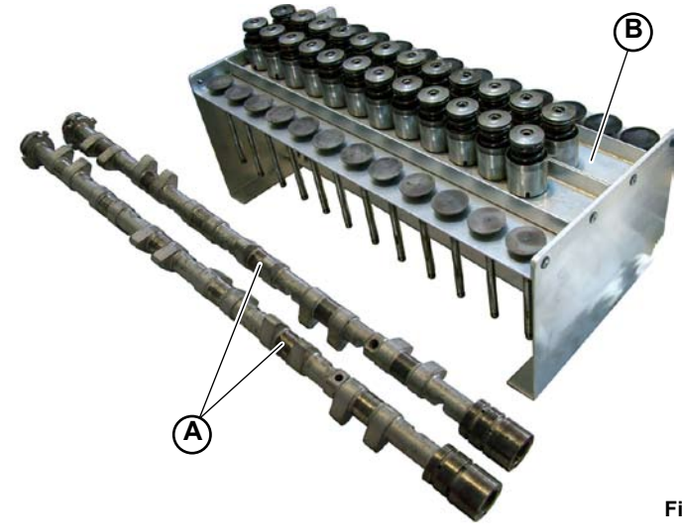

Fig.1
- Extract the two camshafts (**A-Fig.1**) **(010903)**.
- Remove the tappets, the thickness and the valve unit from their housings **(010903)** and place them in the correct order on the workbench (**B-Fig.1**) so it is possible to re-establish their original positions when they are reassembled.